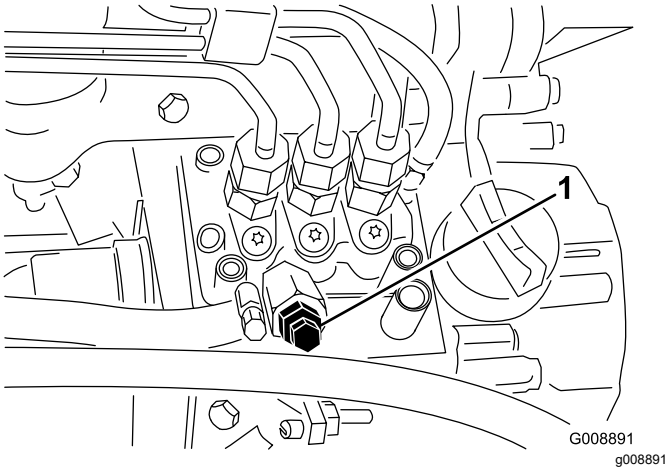

Rysunek 37
4. Odkręć śrubę odpowietrzania na pompie wtryskowej paliwa (Rysunek 37).